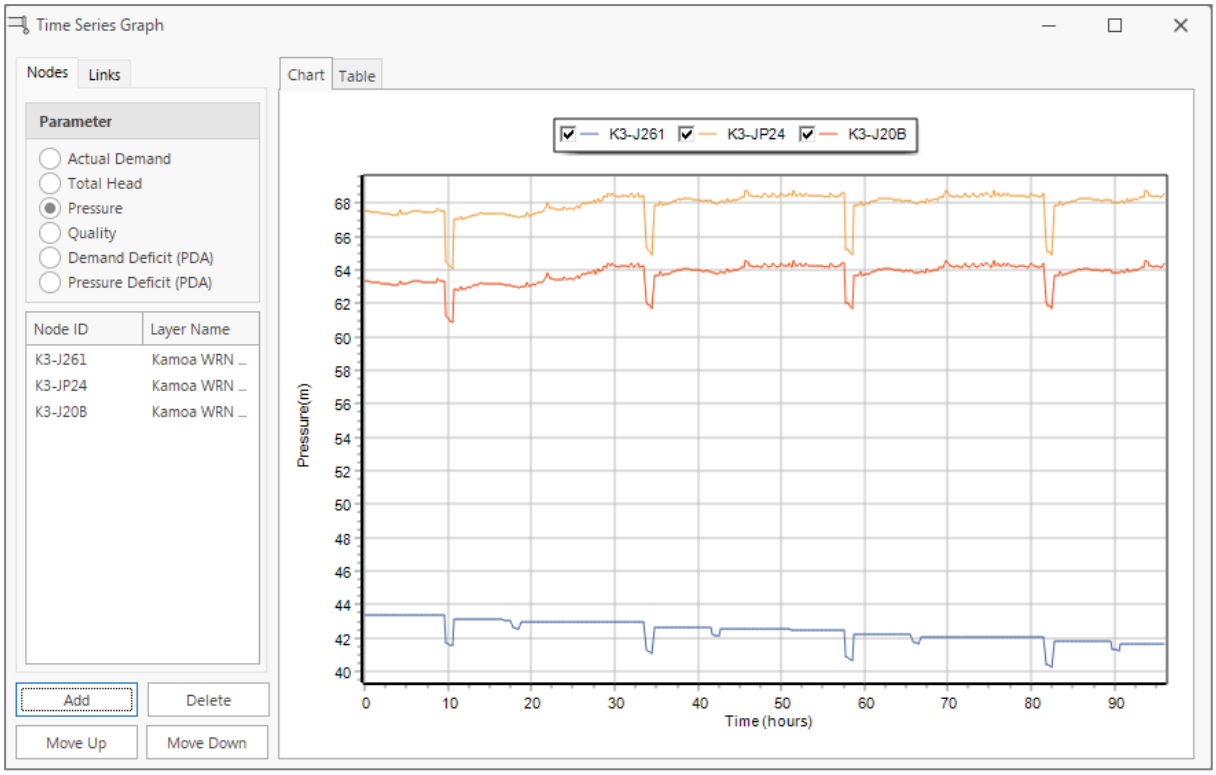
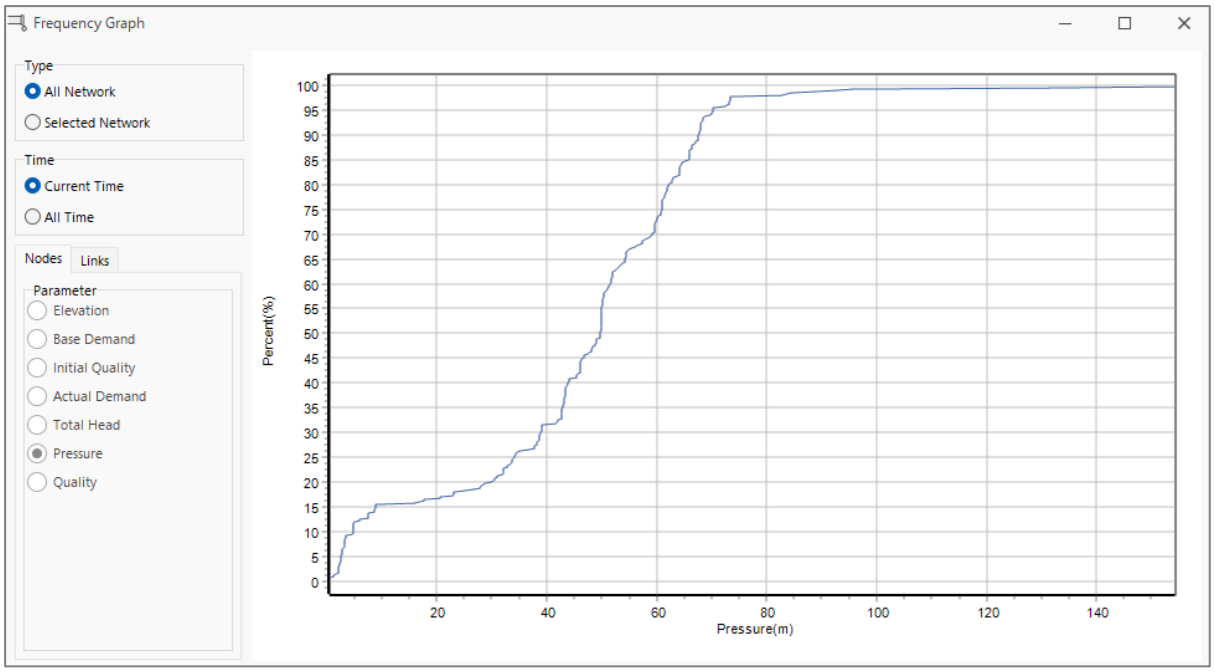
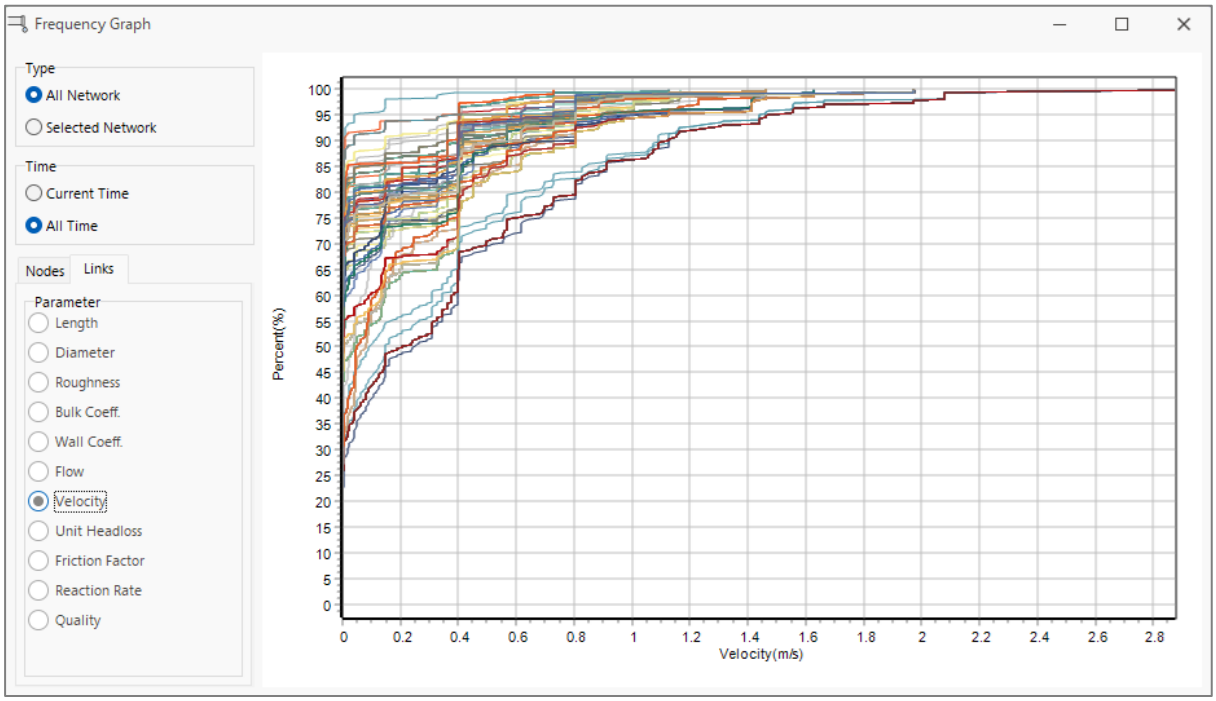
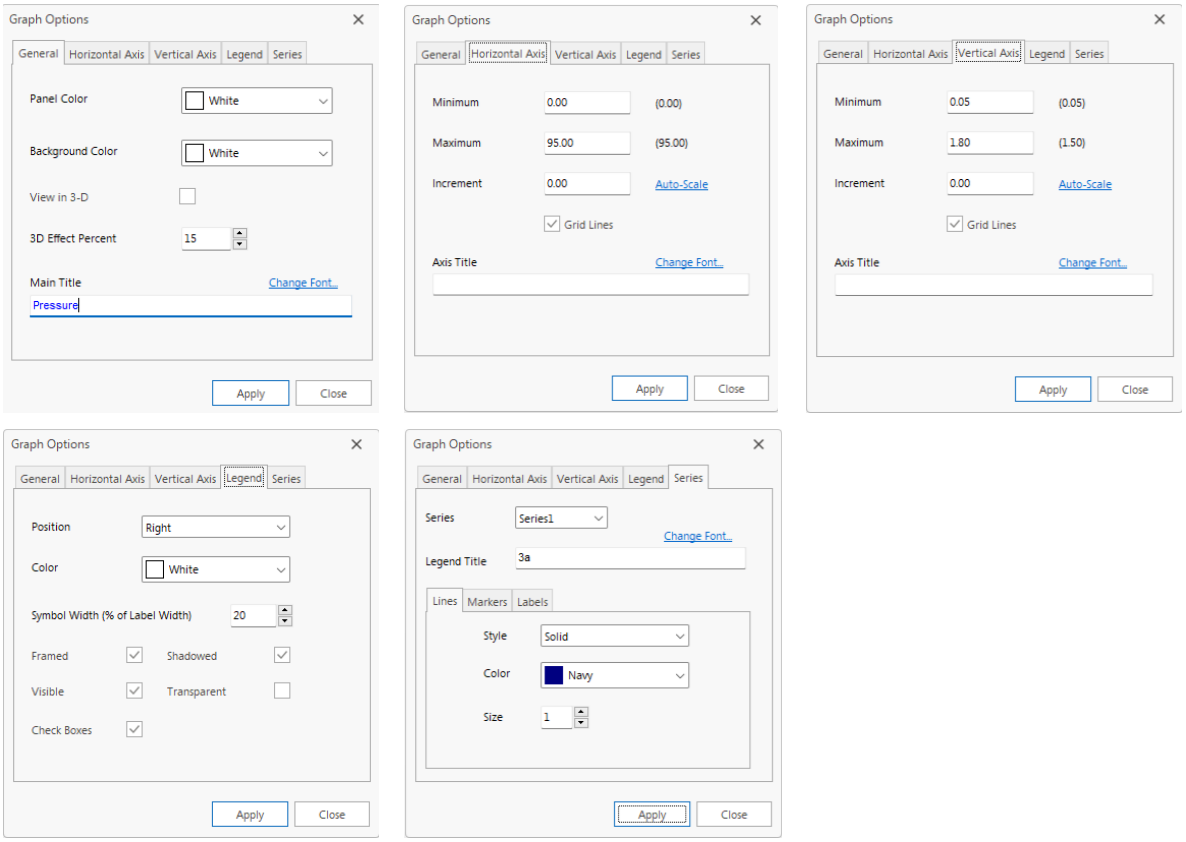

Figure 9-97: Time Series graph - Nodes
Figure 9-101: Frequency graph – Nodes - Pressure (Current time)
Figure 9-102: Frequency graph – Links - Velocity (All time)
Figure 9-103: Graph options
Nodes (**Figure 9-97**)	Actual Demand Total Head Pressure Quality Demand Deficit (PDA) Pressure Deficit (PDA)
An example of a Time Series Graph of nodes and the Pressure vs Time of 3 selected junctions is depicted in **Figure 9-97**.
Clicking the *Table* Tab (see **Figure 9-97**) switches to the same selected nodes but shows the results in table format as show in **Figure 9-98**.
The Frequency Graph displays the value versus fraction of objects at or below the value as shown in **Figure 9-101** and **Figure 9-102**.
- Current time (see **Figure 9-101**)
- All time (see **Figure 9-102**)
Nodes (**Figure 9-101**)	Elevation Base Demand Initial Quality Actual Demand Total Head Pressure Quality
Links (**Figure 9-102**)	Length Diameter Roughness Bulk coefficient Wall coefficient Flow Velocity Unit headloss Friction factor Reaction rate Quality
Right click anywhere on the Graph (**Figure 9-97**, **Figure 9-99** and **Figure 9-101**) will show the various options to modify the General look (colours, views and title), Horizontal Axis (minimum, maximum, increments, grid lines & title), Vertical Axis (minimum, maximum, increments, grid lines & title), Legend (position, colour, size, framed & visibility) and Series (series, title, symbology of lines, markers and labels) as depicted in **Figure 9-103**.